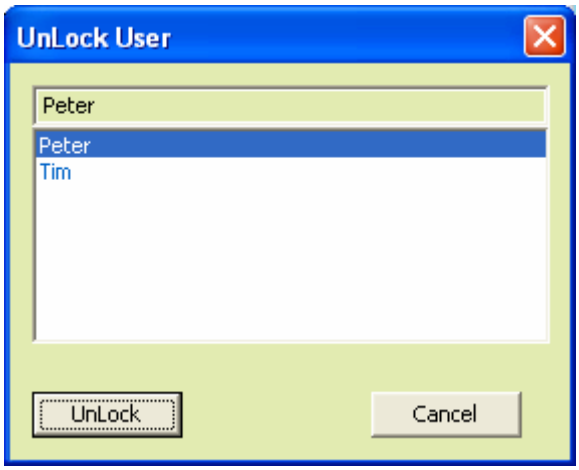

Figure 49 : Unlocking a user
1. On the menu bar, click **Settings** menu and then click **Unlock User** sub menu. The Unlock User dialog appears (Figure 49).